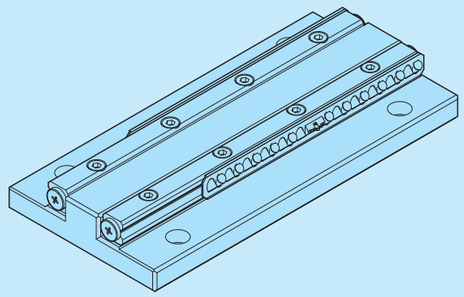

Fig. 18
❹ Operation of table and bed
- Position the roller cages at the stroke end positions of the bed-side way. (Refer to Fig. 18)